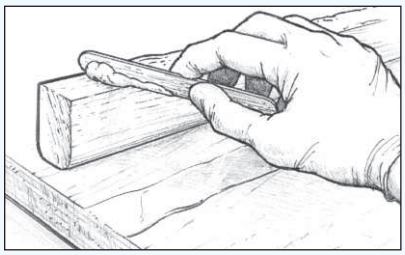

Figur 10 Applicera limblandningen på en av de ytor som ska limmas ihop.
2. Blanda in fyllnadsmedlet i bas/härdarblandningen tills denna är tillräckligt tjock för att fylla ut eventuella glipor mellan de ytor som ska sammanfogas. Applicera ett jämnt skikt av tillsatsblandningen (limblandningen) på **en** av ytorna så att en liten mängd sipprar ut när ytorna fogas samman *(Figur 10)*.